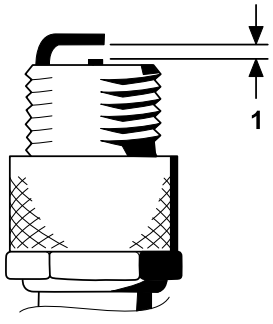

Figur 43
4. Still inn elektrodeavstanden mellom midten og siden på elektrodene til 0,76 mm, som vist i Figur 43.